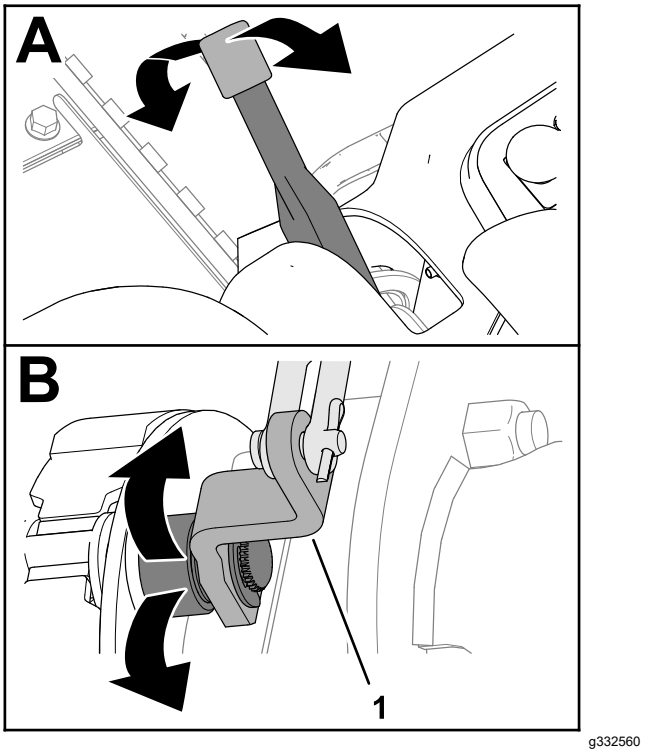

**Figur 71**
2. Flyt parkeringsbremsehåndtaget op og ned for at kontrollere, at bremseknastgrebet bevæger sig frit (Figur 71).